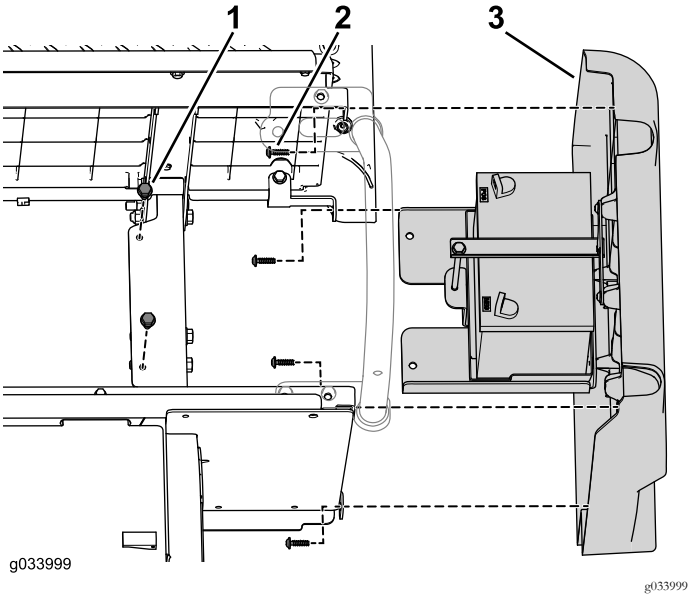

Figura 5
2. Remova os dois parafusos flangeados que prendem o tabuleiro da bateria à estrutura (Figura 5).
3. Retire os quatro parafusos que fixam o painel direito ao conjunto do banco inferior (Figura 5).